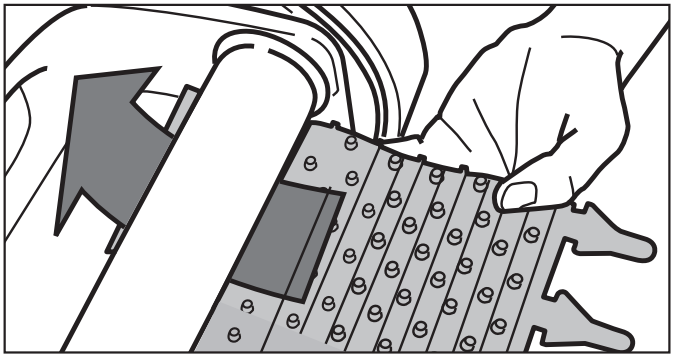

Figura 18. Coloque el nuevo cepillo en el rodillo
3. Coloque el cepillo nuevo debajo del rodillo con las cerdas orientadas hacia abajo (consulte la Figura 18).